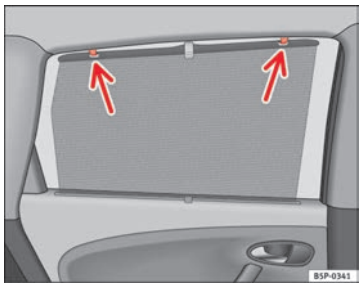

Abb. 82 Sonnenschutzrollo Hintertür
– Ziehen Sie das Rollo aus und hängen es in den Haken am oberen Türrahmen ein ⇒Abb. 82. ■